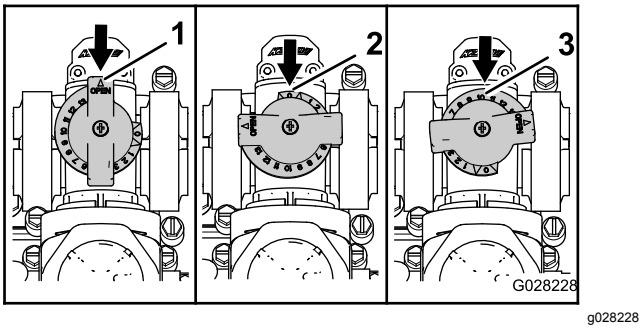

Figur 75
- Omrøringsomløbsventilen er i positionen helt Åben som vist i A i Figur 75.
- Omrøringsomløbsventilen er i positionen Lukket (0) som vist i B i Figur 75.
- Omrøringsomløbsventilen er i en midterposition (justeret i forhold til trykmåleren for sprøjtesystemet) som vist i C i Figur 75.